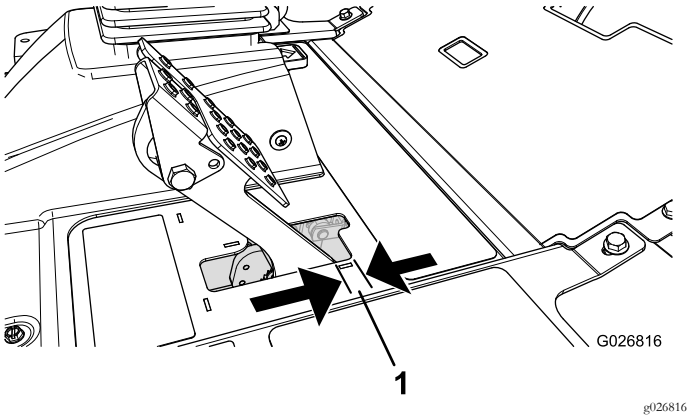

**Figura 53**
Regolate i freni se il pedale ha un “gioco” superiore a 2,5 cm (Figura 53), o quando è necessaria maggiore forza di tenuta. Per gioco s'intende la distanza che il pedale percorre prima che si avverta la resistenza della frenata.
2. Serrate il dado posteriore per spostare indietro il cavo, finché i pedali del freno non hanno un gioco compreso tra 6,3 e 12,7 mm (Figura 53), prima che la ruota si blocchi.